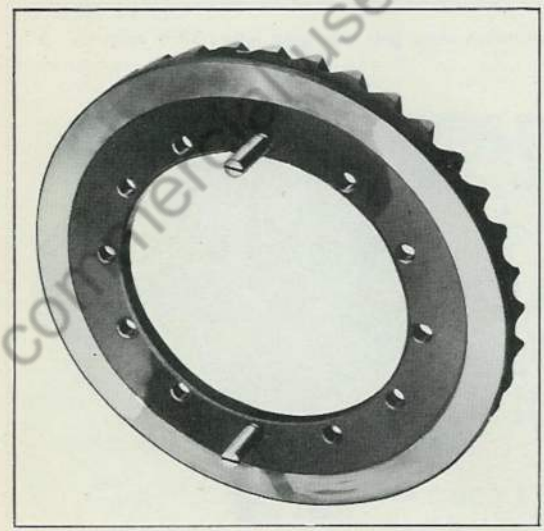

Fig. 12 Ring Gear Guide Pins
3. Replace ring gear (22) on differential case (20). Be sure mating surfaces are clean and free from burrs. This replacement operation can be performed best if two guide pins are made from differential case screws and installed in gear, as shown in Fig. 12. Taper ends of guide pins slightly and make screw driver slots in ends to facilitate removal. Slip ring gear over pilot shoulder on case (20).
4. Lubricate pinions (18), side gears (16) and trunnion (19) and install in case (20). If any one of these gears is damaged, always replace with a complete new set, consisting of two side gears (16) and four pinions (18).